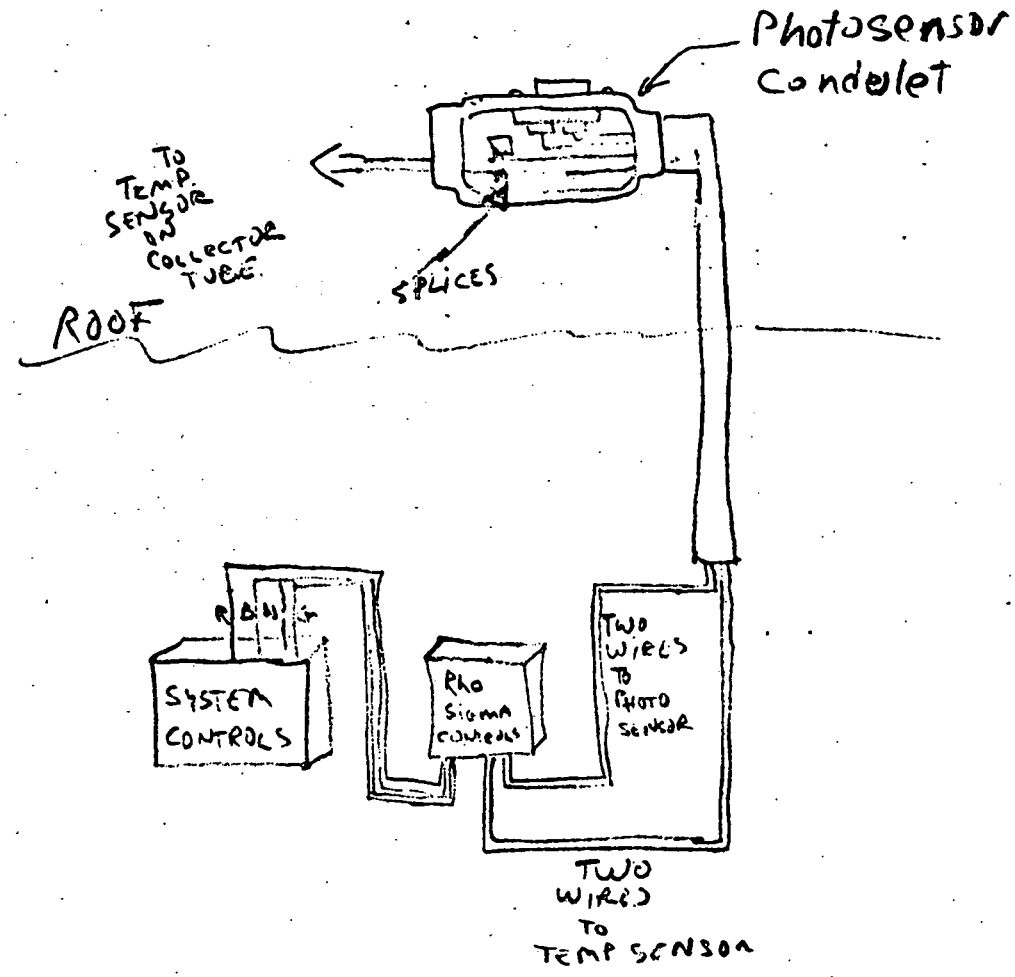

FIG. 2
2. Align the front (see mounting detail drawing 132D6370,* sheet 5, Figure 2) edge of the mounting bracket along the front horizontal edge of the adaptor bracket.
3. Align the mounting bracket slots (as shown on 132D6370,* sheet 5, Figure 2) with the holes on adapter brzcket.
Figure 1 shows the difference in package wiring. Applying the "R, B, W, G" convention used on the Zia units, the system controls are now wired to a package indoors. Four wires must be run to the roof from the Rho Sigma package. All four go to the photosensor condulet. Two are connected to the photosensor. A black and red dot indicate the required hookup. The black-red convention for the photosensor leads must be maintained to the electronics package (see Figure 2).
8. Mount controller package near system controls. Connect photosensor and temperature sensor leads from roof as shown in Figure 2. Add jumpers of Figure 2.
9. Connect "R, B, W, G " leads from system controls as shown in Figure 2.